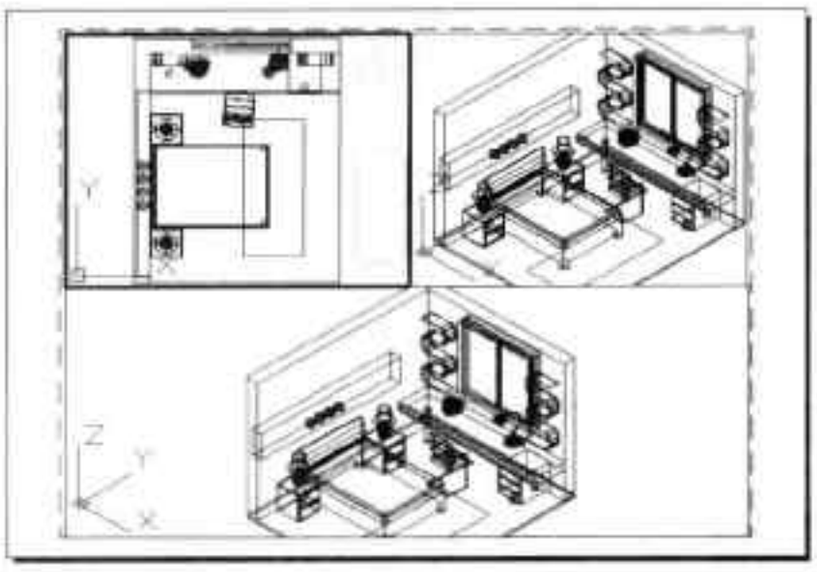

图10-41 俯视图显示
Step 03 选择完成后，被选中的视口已发生相应的变化，如图 10-41 所示。